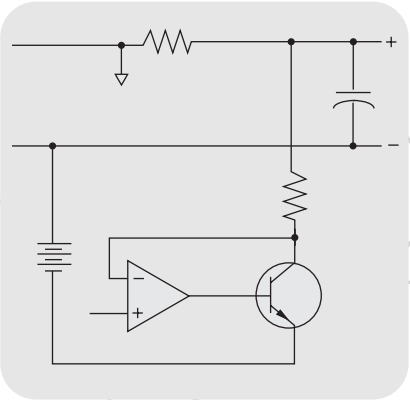

図2：電源のプラス出力とマイナスソースの間に置いたダウン・プログラマ
- 図2では、電源のプラス端子とマイナスソースの間にダウン・プログラマがあります。この構成では出力電圧を完全に引き下げ、0V付近での高速動作に障害はありません。